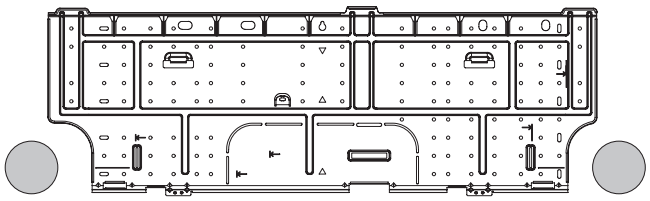

Fig. 3-10
(1) Fije el panel posterior a la pared con los 8 tornillos suministrados. (Fig. 3-10)